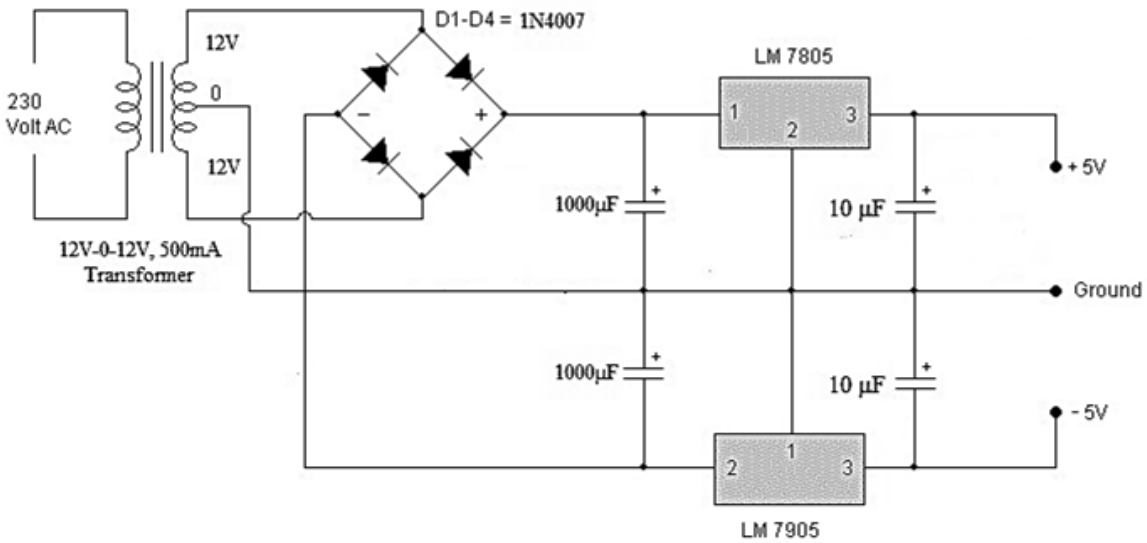

Figure 3
Dual power supplies are circuits that generate two different output voltages from a single input source. There are numerous types and configurations possible. The most common configuration provides two different positive DC voltage outputs or two equal magnitude and opposite polarity DC voltage outputs. Figure 3 shows a dual regulated power supply circuit constructed using LM7805 and LM7905 regulators. This power supply can be used to supply a dual regulated voltages of + 5 V and – 5 V with respect to the ground terminal.
10. Now, construct the dual regulated power supply circuit as shown in Figure 3 and observe the output voltages to verify the circuit's operation. Tabulate your results.